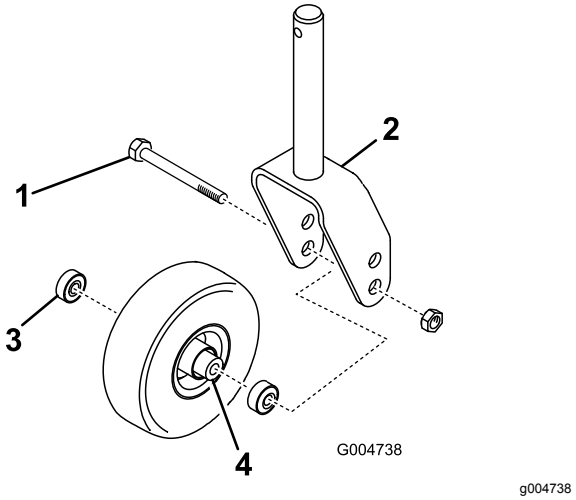
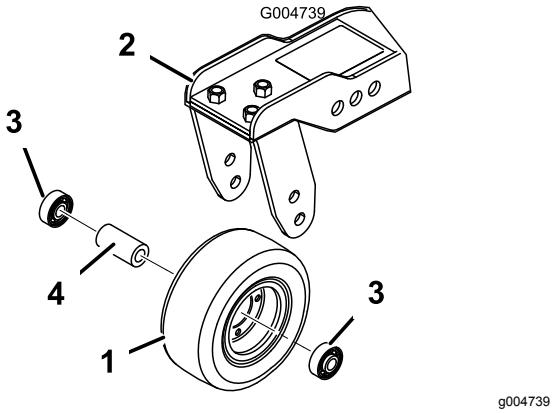

Figur 106
Figur 107
1. Lossa låsmuttern från bulten som fäster svänghjulet mellan hjulgaffeln (Figur 106) eller svänghjulsarmen (Figur 107). Ta tag i svänghjulet och skjut ut bulten ur gaffeln eller svängarmen.
2. Ta bort lagret från hjulnavet och låt lagerdistansbrickan falla ut (Figur 106 och Figur 107). Ta bort lagret från hjulnavets motsatta sida.